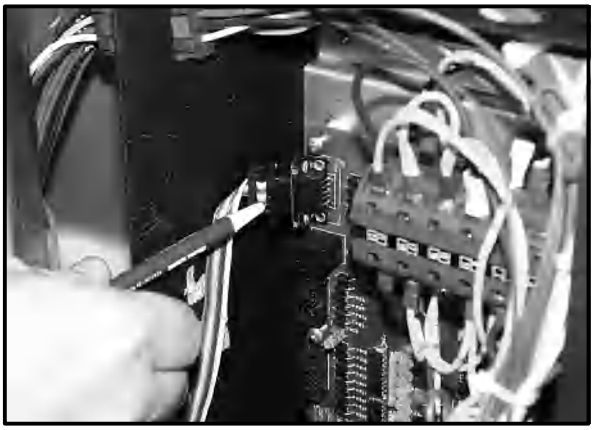

Figure 33
4. Raccordez un câble série standardisé au port série de l'ordinateur portable et au port série à 9 broches situé sur le carte à circuit imprimé dans la zone de commande. Voir la Figure 33.